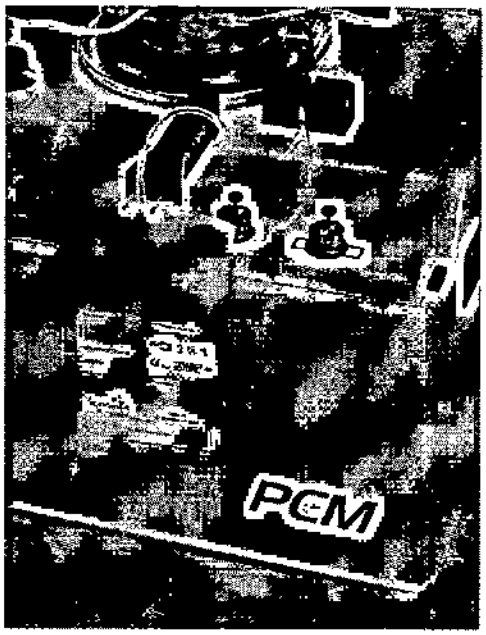

Figura 9.5
- Coloque la salida del tubo que viene del bowl centrifugo en la ranura en la parte superior del sensor de línea (Figura 9.5).